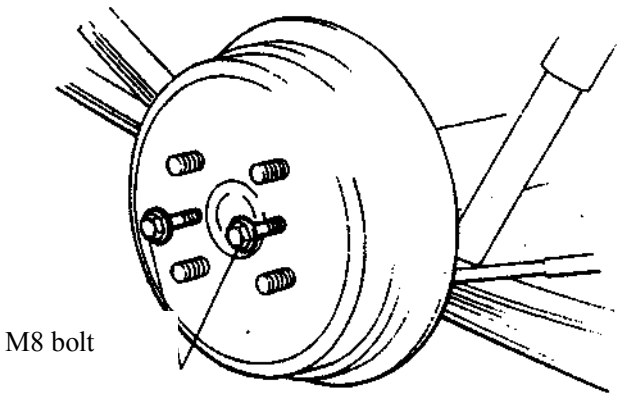

Fig.3.7-4
4) Pack out the brake drum by using M8 bolt. (Please Fig.3.7-4)